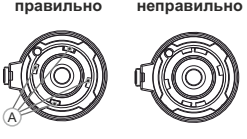

Рис. 5
- Убедитесь в том, что выступы **(A)** окуляра насадки находятся над нижними выступами **(рис. 5)**.